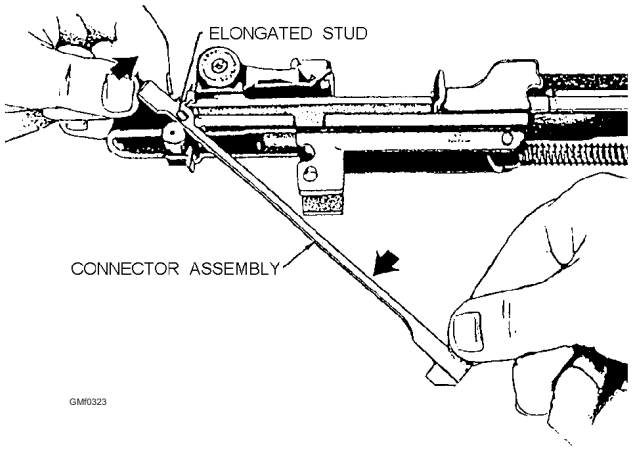

**Figure 3-23.—Removing the connector assembly.**
4. Rotate the connector assembly about 35 degrees clockwise until the slot at the rear is aligned with the elongated stud on the sear release (fig. 3-23); then lower the front end of the connector assembly and lift it off the sear release.